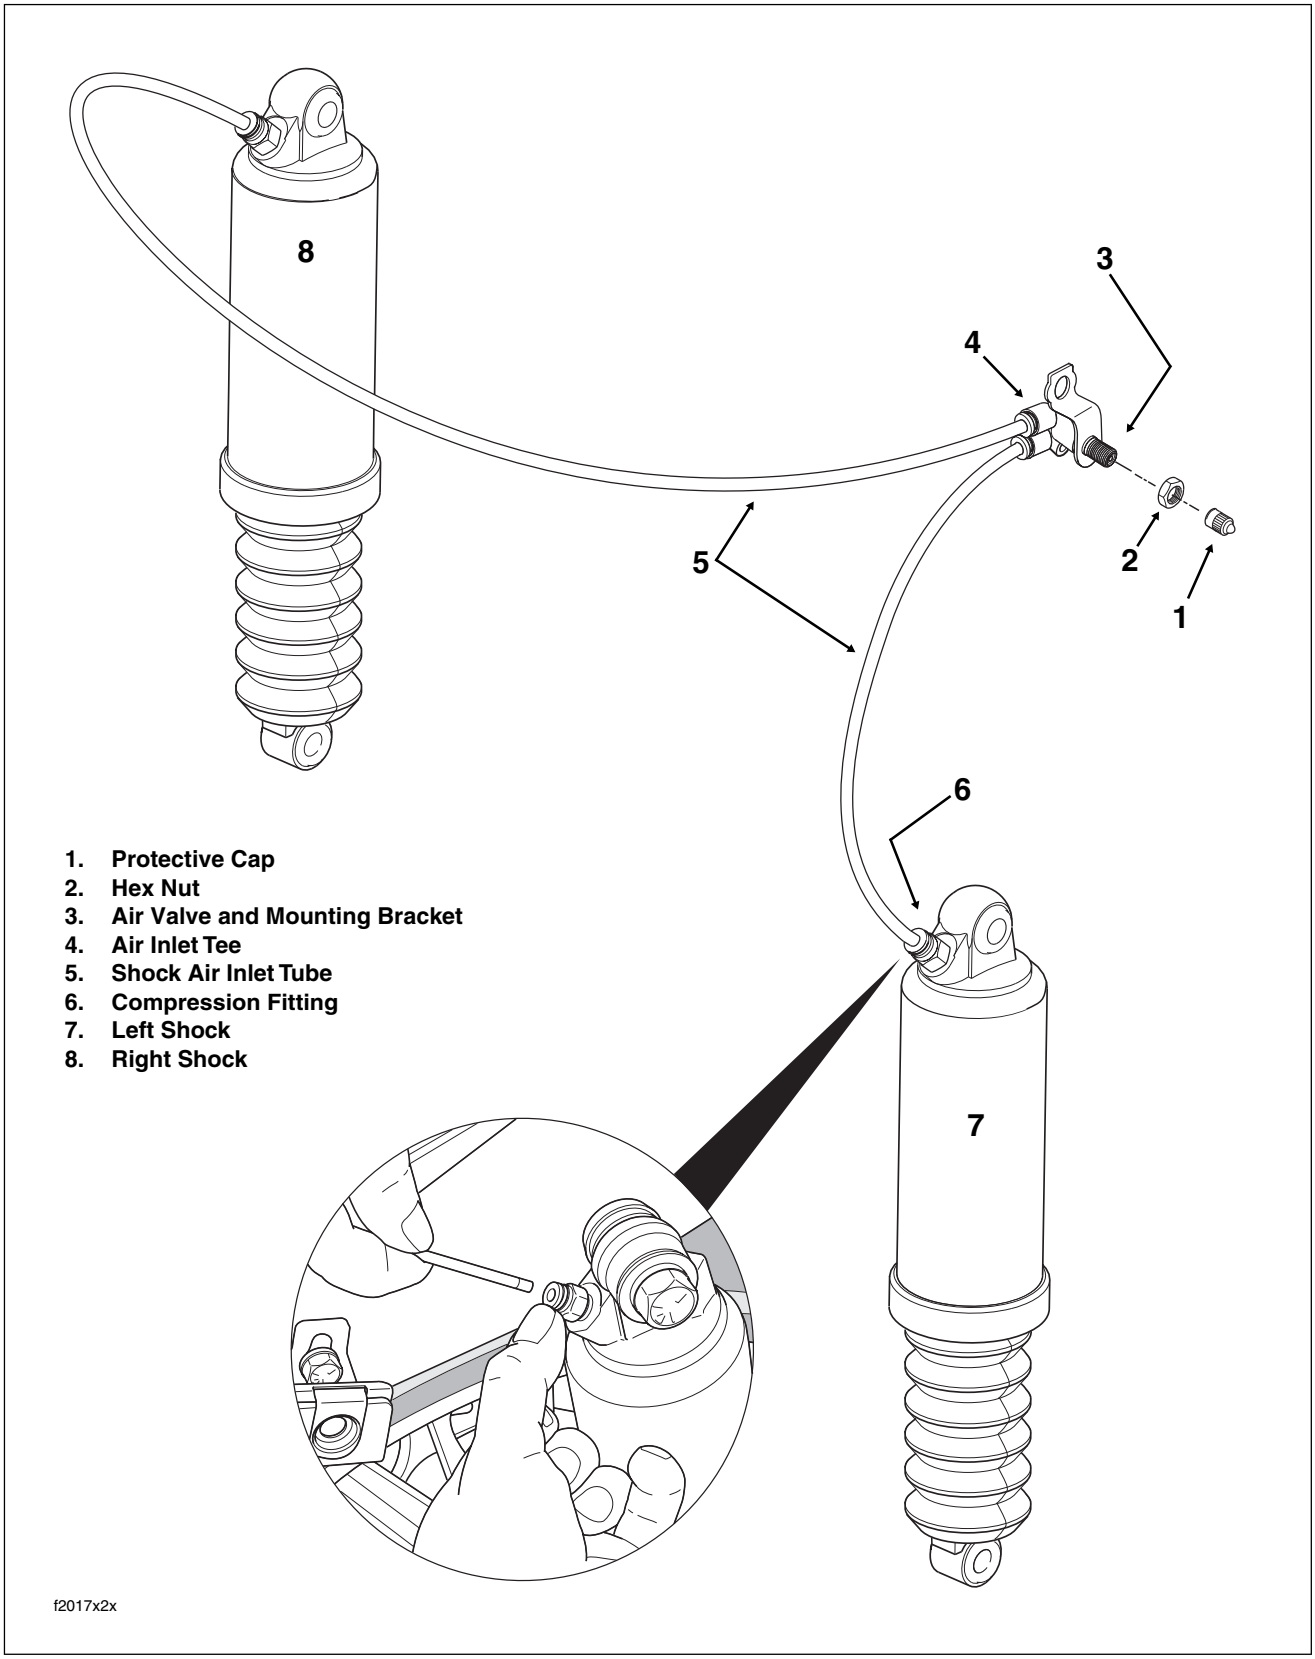

Figure 2-91. Rear Air Suspension System
b. Depress collar on compression fitting and pull out air tube. See inset of Figure 2-91. Inspect the tube end for burrs or damage. If either condition is observed, snip off the end of the tube and insert it back into the compression fitting until it bottoms. Gently tug on tube to verify that it is locked in place.
g. Remove hex nut from valve head. See Figure 2-91.
c. Depress collars on air inlet tee and pull out air tubes. Remove opposite end of tubes from compression fittings. See Figure 2-91.